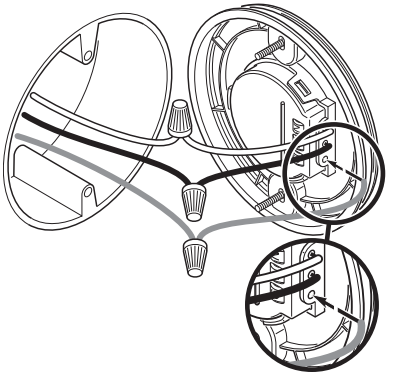

Figure 4
4. Raccordez les deux fils au moyen d'un capuchon de connexion (non fourni) (voir la Figure 4). Assurez-vous que l'isolation du fil de cuivre plein correspond à celle du fil de la boîte de jonction.
7. Insérez les fils de la queue-de-cochon dans le côté du bornier à l'arrière de la plaque de montage (voir la Figure 4).